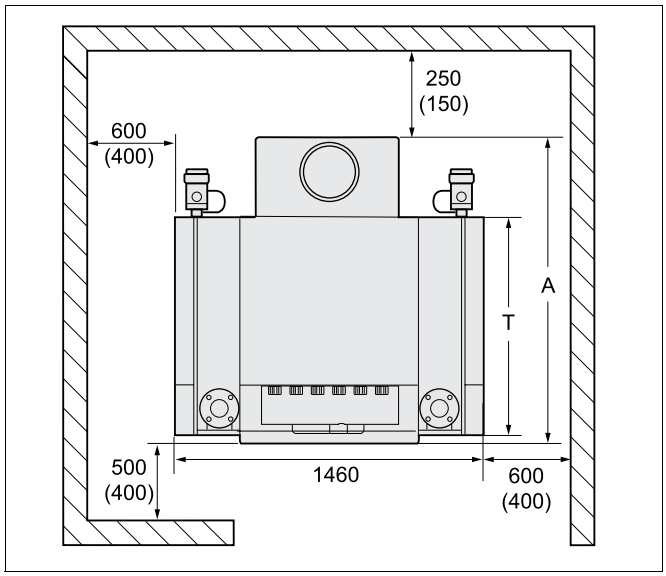

Afb. 3 Opstellingsruimte met de verwarmingsketel (maten in mm)
- Bij de opstelling van de ketel moeten de aangegeven afstanden tot de wand in acht genomen worden. Om de montage-, service- en onderhoudswerkzaamheden te vergemakkelijken moeten de aanbevolen afstanden tot de wand gerespecteerd worden (afb. 3).